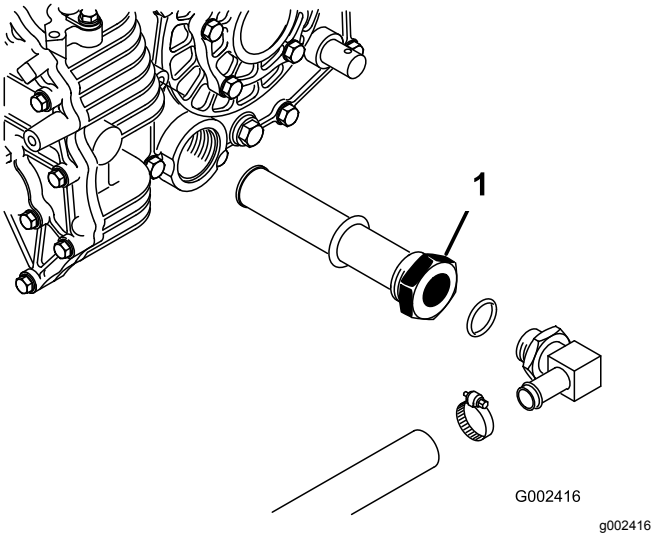

Figur 70
5. Merk deg retningen på den hydrauliske slangen og 90°-vinkelrøret på sugefilteret på siden av beholderen (Figur 70).